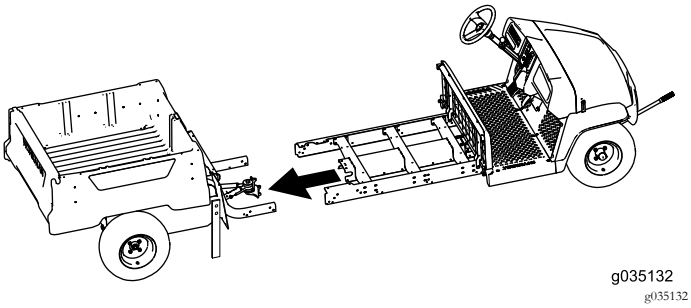

Figuur 75
7. Plaats samen met een andere persoon het voorste gedeelte van de machine tegen het achterste (Figuur 75).